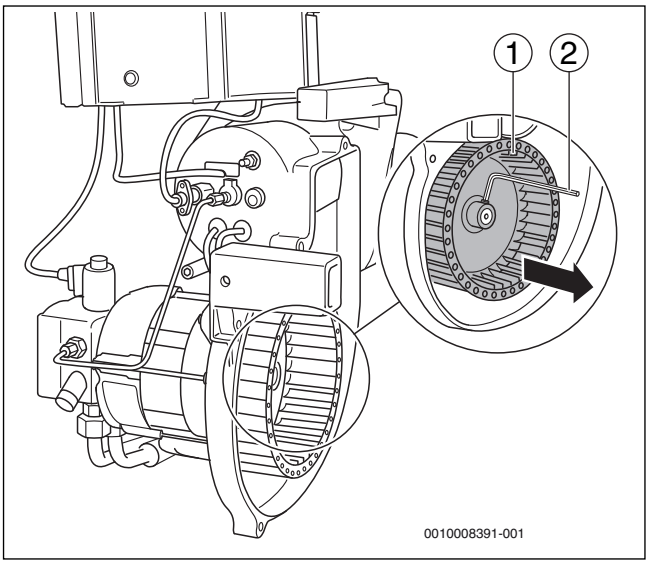

Fig. 31 Contrôler la turbine du ventilateur, la nettoyer si nécessaire
- Détacher la turbine du ventilateur (→ fig. 31, [1]) avec une clé à six pans creux (→ fig. 31, [2]) et la retirer de l'arbre de transmission.
- Remonter la turbine du ventilateur (→ fig. 31, [1]).